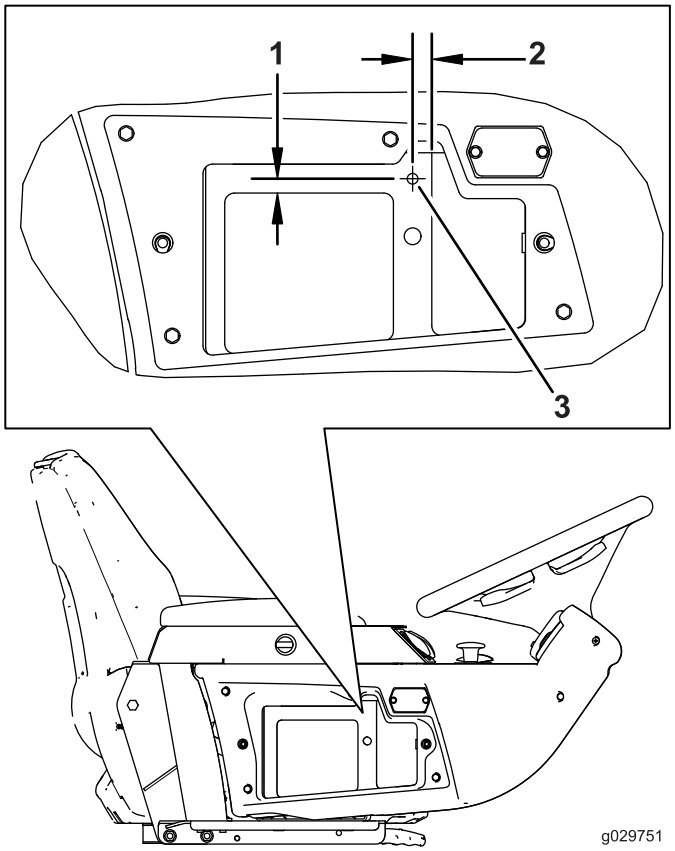

Figur 6
2. Burg de mål, der er vist i (Figur 6), til at finde og bore et hul på 4,3 mm i diameter gennem styrearmens dæksel og styrearmen.